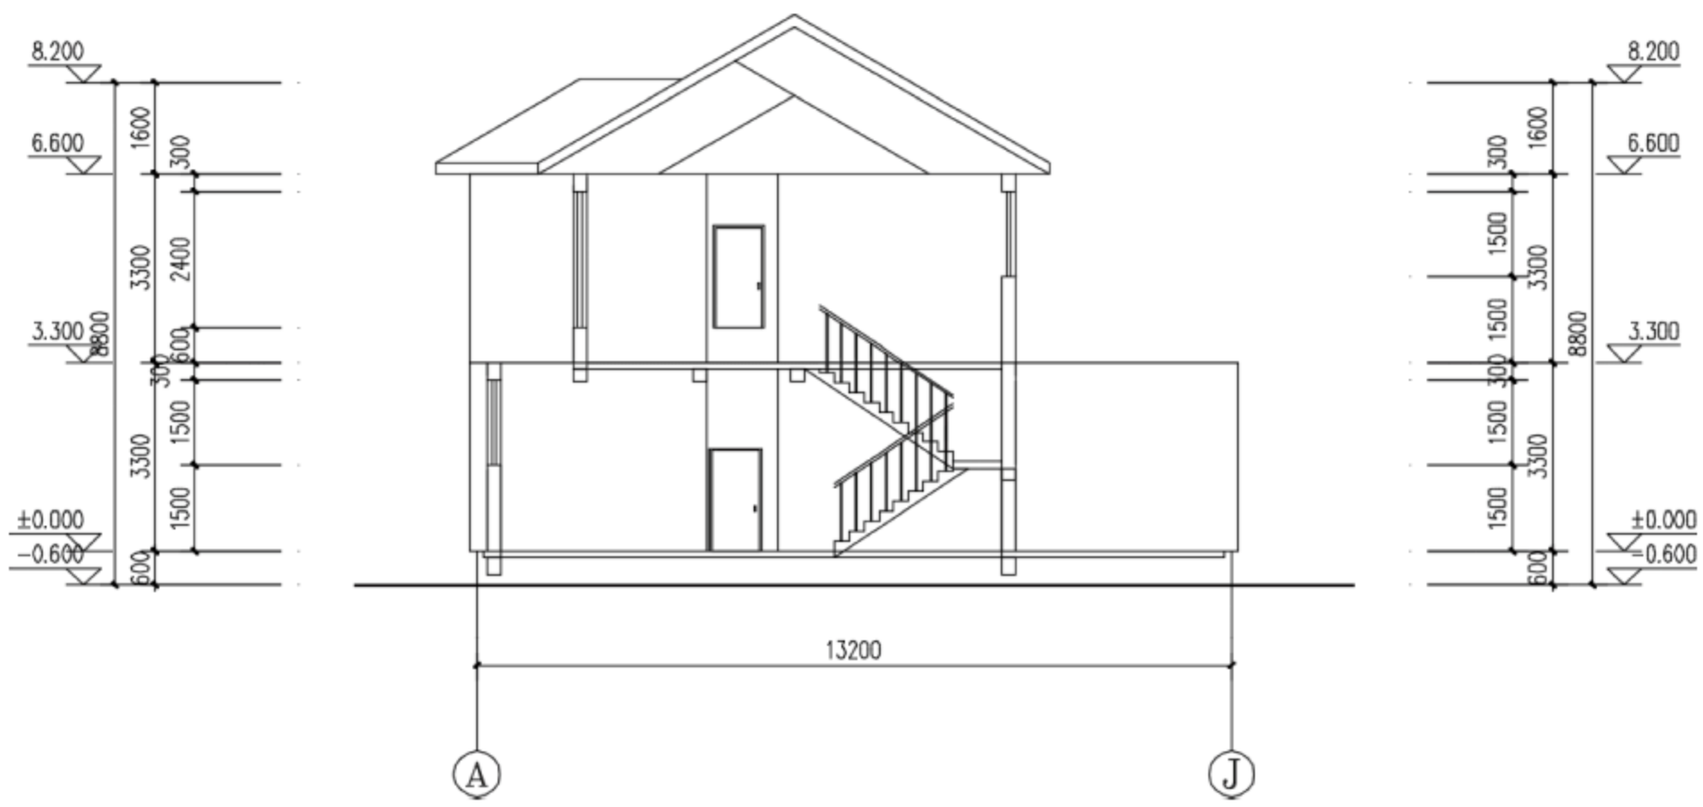
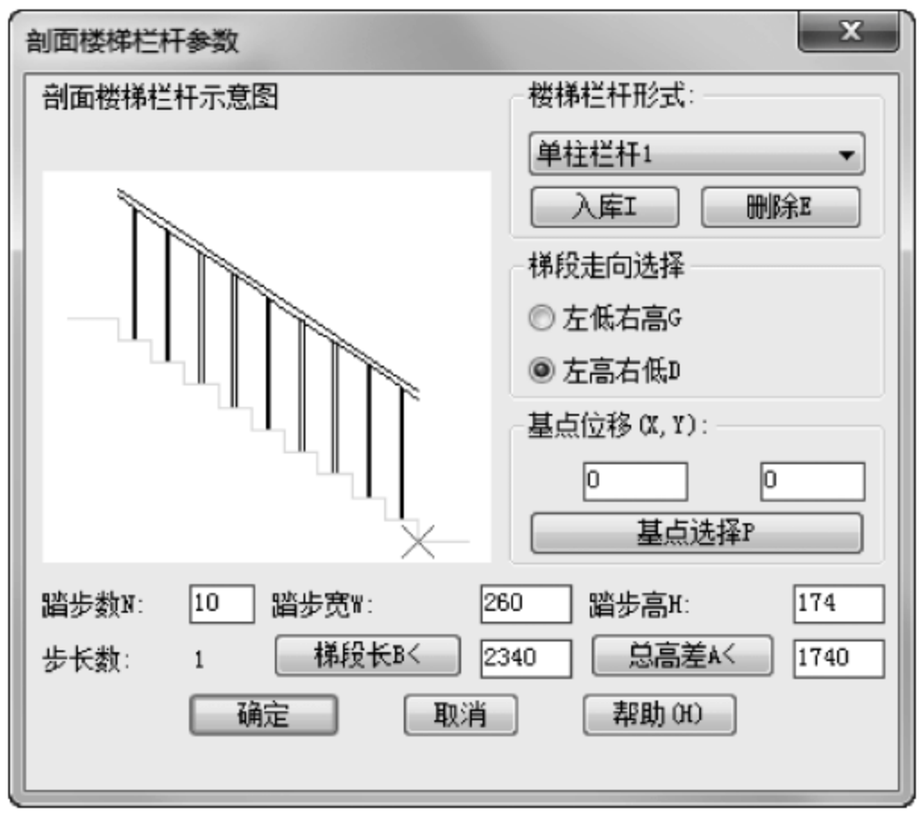

图 18-165　楼梯栏杆图
图 18-168　“剖面楼梯栏杆参数”对话框
采用“楼梯栏杆”命令可以自动识别剖面楼梯与可见楼梯，绘制楼梯栏杆和扶手，本例别墅生成的楼梯栏杆如图 18-165 所示。
(2) 继续单击菜单中的“剖面”→“参数栏杆”命令，系统打开“剖面楼梯栏杆参数”对话框，按照尺寸对其参数进行设置，如图 18-168 所示，选择楼梯合适的位置为插入点将其插入，结果如图 18-165 所示。